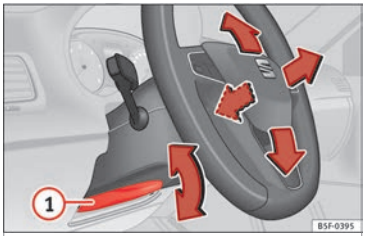

Fig. 19 Palanca en la parte inferior del lateral izquierdo de la columna de dirección.
- Ajustar la posición del volante: tire de la palanca ››› **fig. 19** (1) hacia abajo, mueva el volante hasta la posición deseada y vuelva a subir la palanca hasta el punto de cierre.